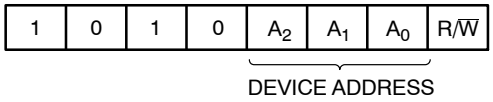

Figure 3. Slave Address Bits
The Master addresses a Slave by creating a START condition and then broadcasting an 8-bit Slave address. For the NV24C64MUW, the first four bits of the Slave address are set to 1010 (Ah); the next three bits, A_2, A_1 and A_0, must match the logic state of the similarly named input pins. The $R/\overline{W}$ bit tells the Slave whether the Master intends to read (1) or write (0) data (Figure 3). The device in WLCSP with 4 bumps responds only to address combination A2A1A0 = 000.